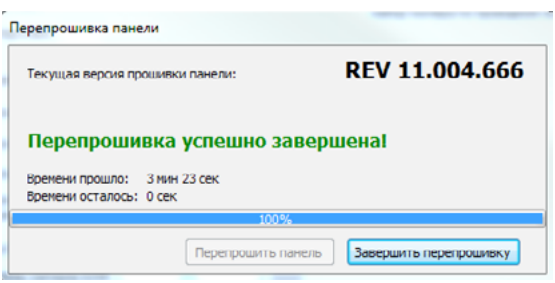

Рисунок 2. Завершение обновления ФПО
5. Дождитесь окончания процесса обновления и нажмите кнопку «Завершить перепрошивку» (рис. 2).